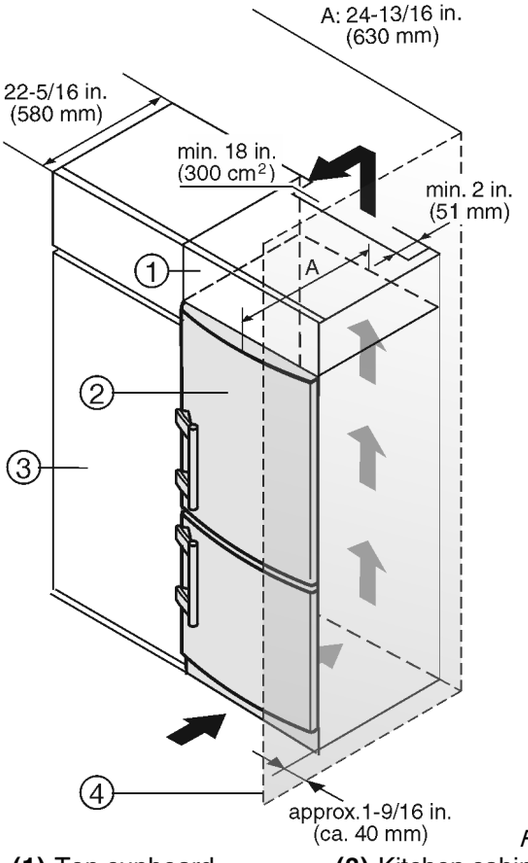

*Fig. 33*
The appliance can be built into the range of kitchen units. To bring the appliance *Fig. 33 (2)* up to the height of the fitted kitchen units, a suitable top cupboard *Fig. 33 (1)* can be added above the appliance.
When converting kitchen cabinets (max. depth 22-5/16 " (580 mm)) the device can be set up directly beside the kitchen cabinet *Fig. 33 (3)*. The appliance door projects (34 mm) at the side and in the center of the appliance (50 mm) from the front of the kitchen cabinet. This allows it to open and close properly.
If the appliance is installed with the hinges next to a wall *Fig. 33 (4)*, the gap between the appliance and the wall must be at least 1-9/16 " (40 mm). This is how far the handle protrudes when the door is open.